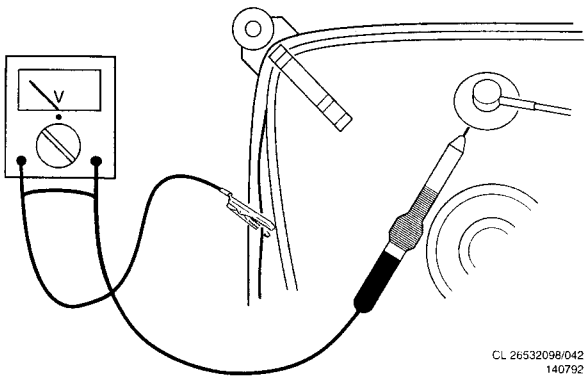

Figure 3-2
2. Um Beschädigungen von ICs und Transistoren zu verhüten, muß jeder Hochspannungsüberschlag vermieden werden. Um eine Beschädigung der Bildröhre zu verhüten, muß zur Entladung der Bildröhre das in Abb. 3.2 angegebene Verfahren angewendet werden. Benutzen Sie einen Hochspannungstaster und ein Universalmeßinstrument (Einstellung DC-V). Die Entladung muß erfolgen, bis der Zeigerausschlag des Instruments 0 V beträgt (nach ca. 30 s).